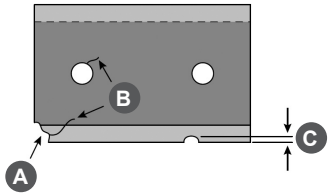

Рис. 28 Проверка состояния ножа
6. Осмотрите ножи. Если у ножа имеются: сколы углов (A), трещины (B) и вмятины (C) глубиной более 1,5 мм – нож необходимо заменить (Рис. 28).